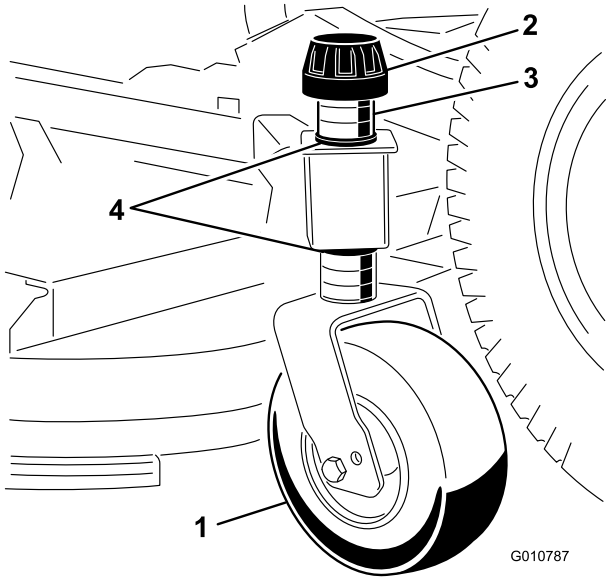

Figuur 9
1. Verwijder het klemkapje waarmee het maatwiel is bevestigd aan de beugels van het maaidek (Figuur 9).